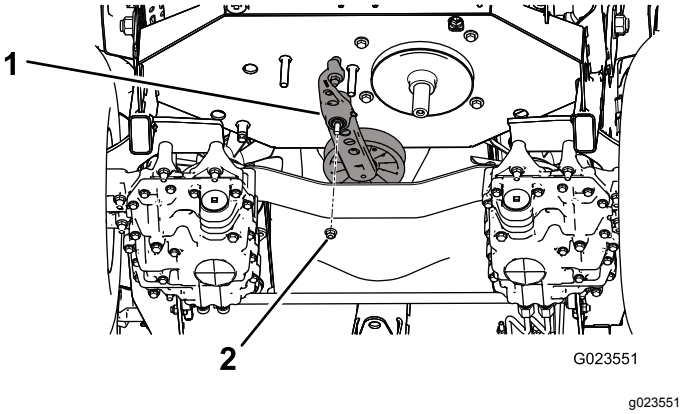

**Рисунок 57**
5. Выверните гайку крепления натяжителя в сборе к раме (Рисунок 57).